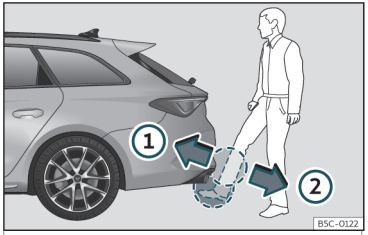

Fig. 84 Portellone del bagagliaio con apertura controllata da sensore (Easy Open).
• Con un movimento rapido, avvicinare un piede e la parte inferiore della gamba il più possibile al paraurti. La parte inferiore della gamba deve avvicinarsi alla zona del sensore superiore e il piede alla zona del sensore inferiore >>> **fig. 84** ①.
›› **fig. 84** ②. A questo punto il portellone posteriore si apre automaticamente.